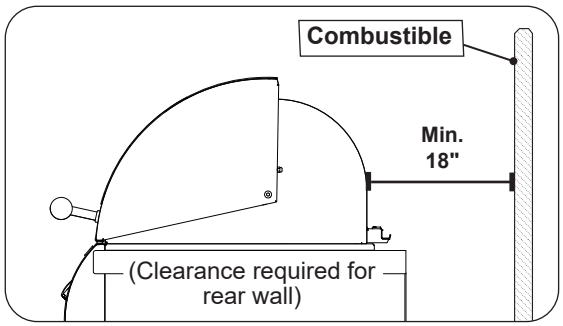

Fig. 14-3 Clearance **'C'** Diagram
- The unit must have a minimum clearance of 18" from the combustible rear wall (see Fig. 14-3).